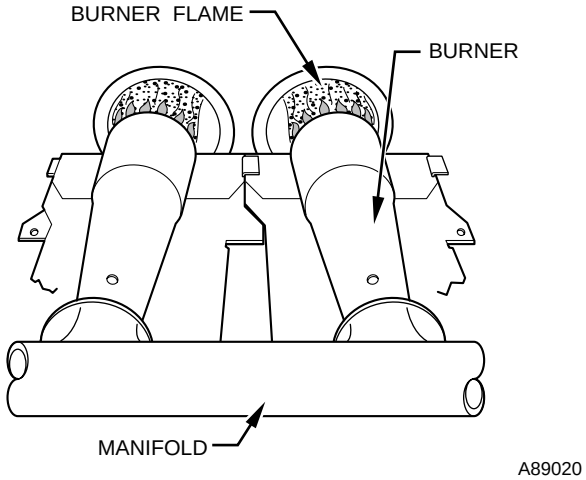

Fig. 54—Burner Flame
i. When correct input is obtained, replace caps that conceal gas valve regulator adjustment screws. Main burner flame should be clear blue, almost transparent. (See Fig. 54.)